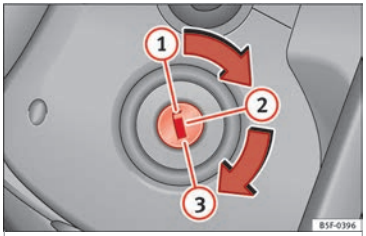

Fig. 175 Ignition key positions.
In this position ››› Fig. 175 ① the ignition and the engine are off and the steering may be locked.
– Turn the ignition key to the starting position ››› Fig. 175 ③.
– Turn the ignition key to position ››› Fig. 175 ②. The warning lamp ➿ will light for engine pre-heating.
– When the lamp turns off, turn the ignition key to position ③ to start the engine. Do not press the accelerator.
– Turn the ignition key to position ››› **Fig. 175** (1).